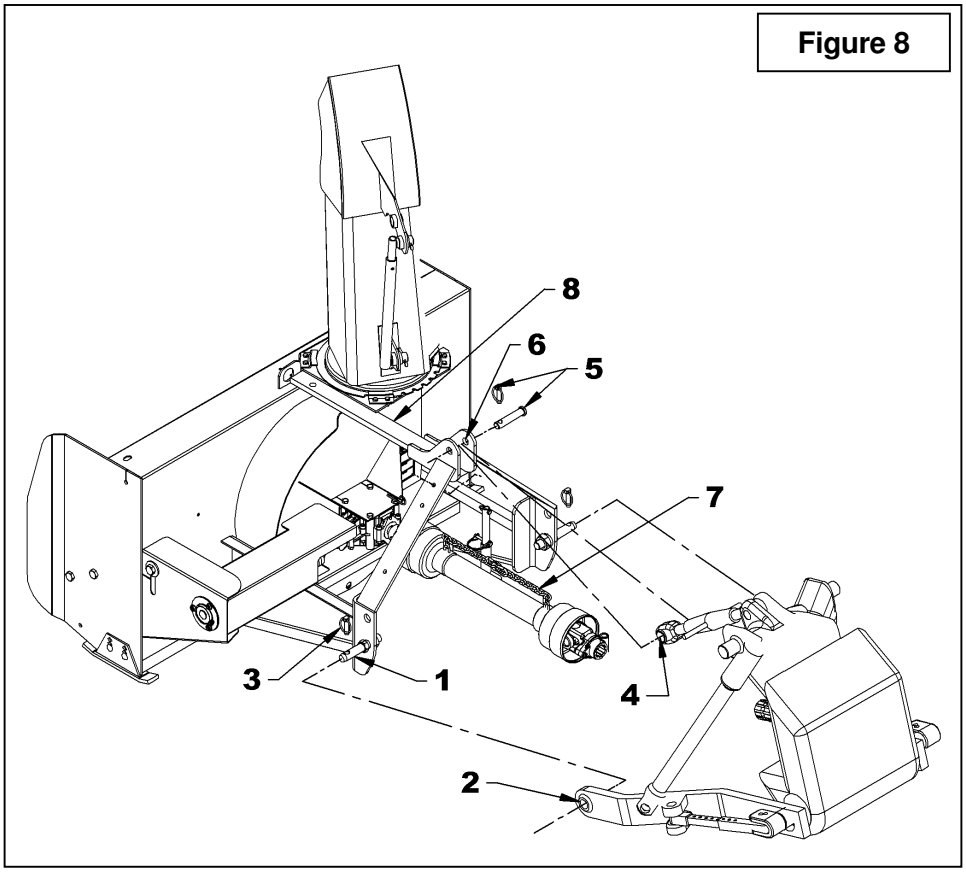

Figure 8
3. **Figure 8:** Disconnect the driveline (item 7) from the tractor and attach the safety chain around the upper hitch (item 8).
4. **Figure 8:** Detach tractor upper link (item 4) by removing linchpin and pin (items 6-5).
5. **Figure 8:** Carefully detach lower links (items 2) from hitch pins (item 1) by removing linchpins (items 3), loosen anti-sway turnbuckles and slowly back tractor away from the snowblower.